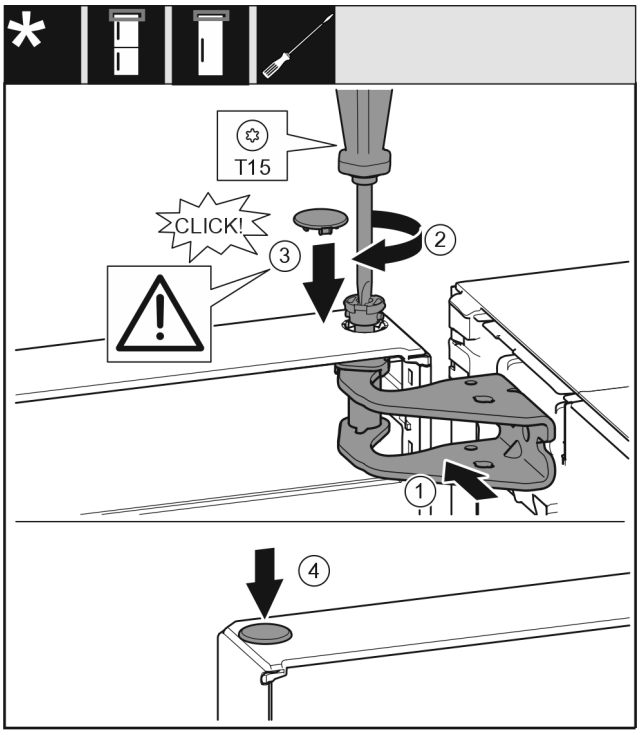

Fig. 24
- ▶ Align the top door with the opening in the swap bearing block *Fig. 24 (1)*.
- ▶ Insert the bolt *Fig. 24 (2)* and use screwdriver to tighten it.
- ▶ Insert the cover *Fig. 24 (3)*.
- ▶ Check that the cover *Fig. 24 (3)* is resting on the door.
▶ Insert the cover *Fig. 24 (4)*.